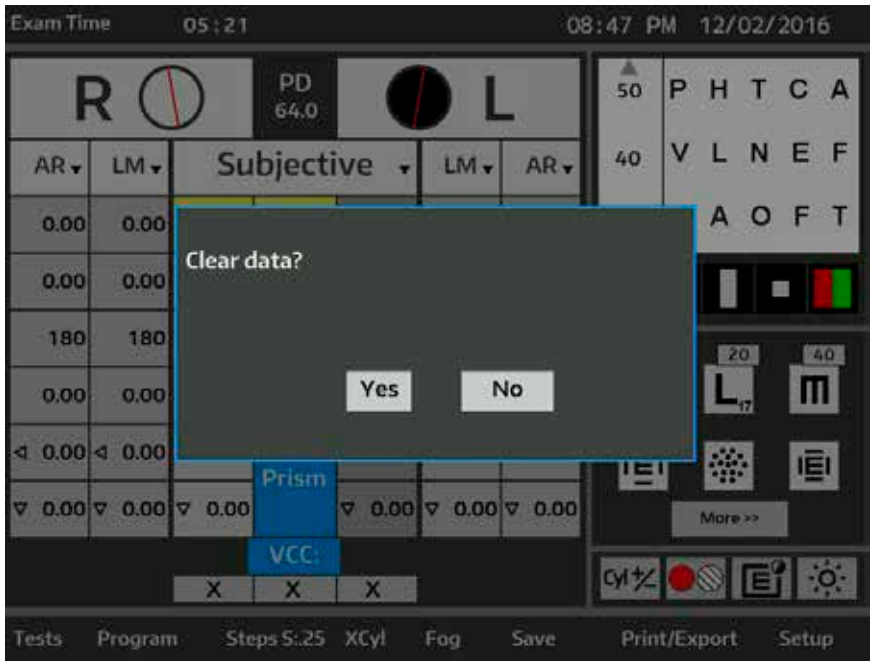

Figure IU-33 Effacement des données
1. Appuyer sur le bouton **C**. Une boîte de dialogue d’avertissement apparaît. Se reporter à la Figure IU-33.